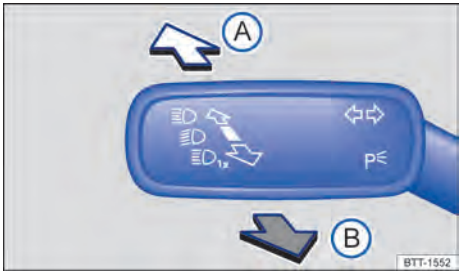

**Fig. 77** En el lado izquierdo de la columna de dirección: palanca de los intermitentes y de la luz de carretera.
2. Partiendo de la posición central, presione la palanca de los intermitentes y de la luz de carretera hacia delante → fig. 77.
1. Partiendo de la posición central, tire de la palanca de los intermitentes y de la luz de carretera hacia atrás → fig. 77.
1. Partiendo de la posición central, tire de la palanca de los intermitentes y de la luz de carretera hacia atrás y manténgala en esa posición → fig. 77.